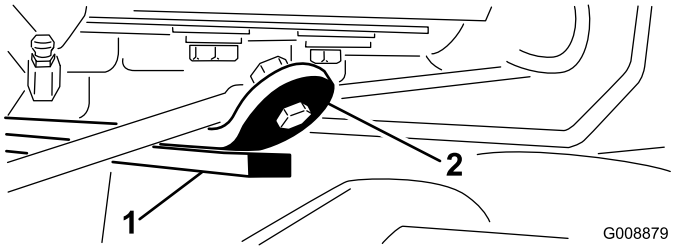

Rysunek 28
3. Uruchamiamy silnik, podnosimy ramiona i sprawdzamy luz między listwą a taśmą zderzaka tylnego zespołu napędowego – winien on mieścić się w zakresie 0,51-2,54 mm (Rysunek 28).